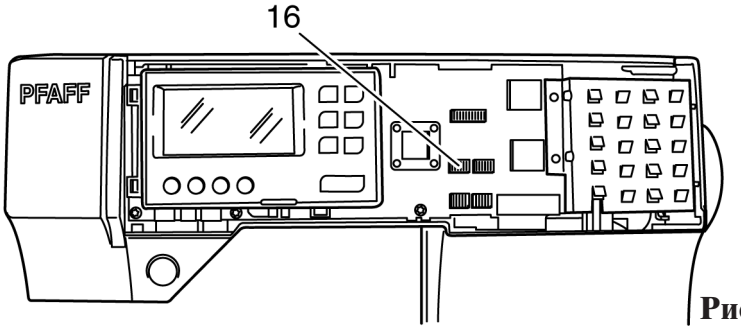

Рис. 113
- Отсоедините вилочную часть кабельного разъема 16 от гнезда платы передней панели машины и оттяните кабель вниз (рис. 113).
- Вставьте вилочную часть кабельного разъема 16 в гнездо платы передней панели машины и оттяните кабель вниз (рис. 113).